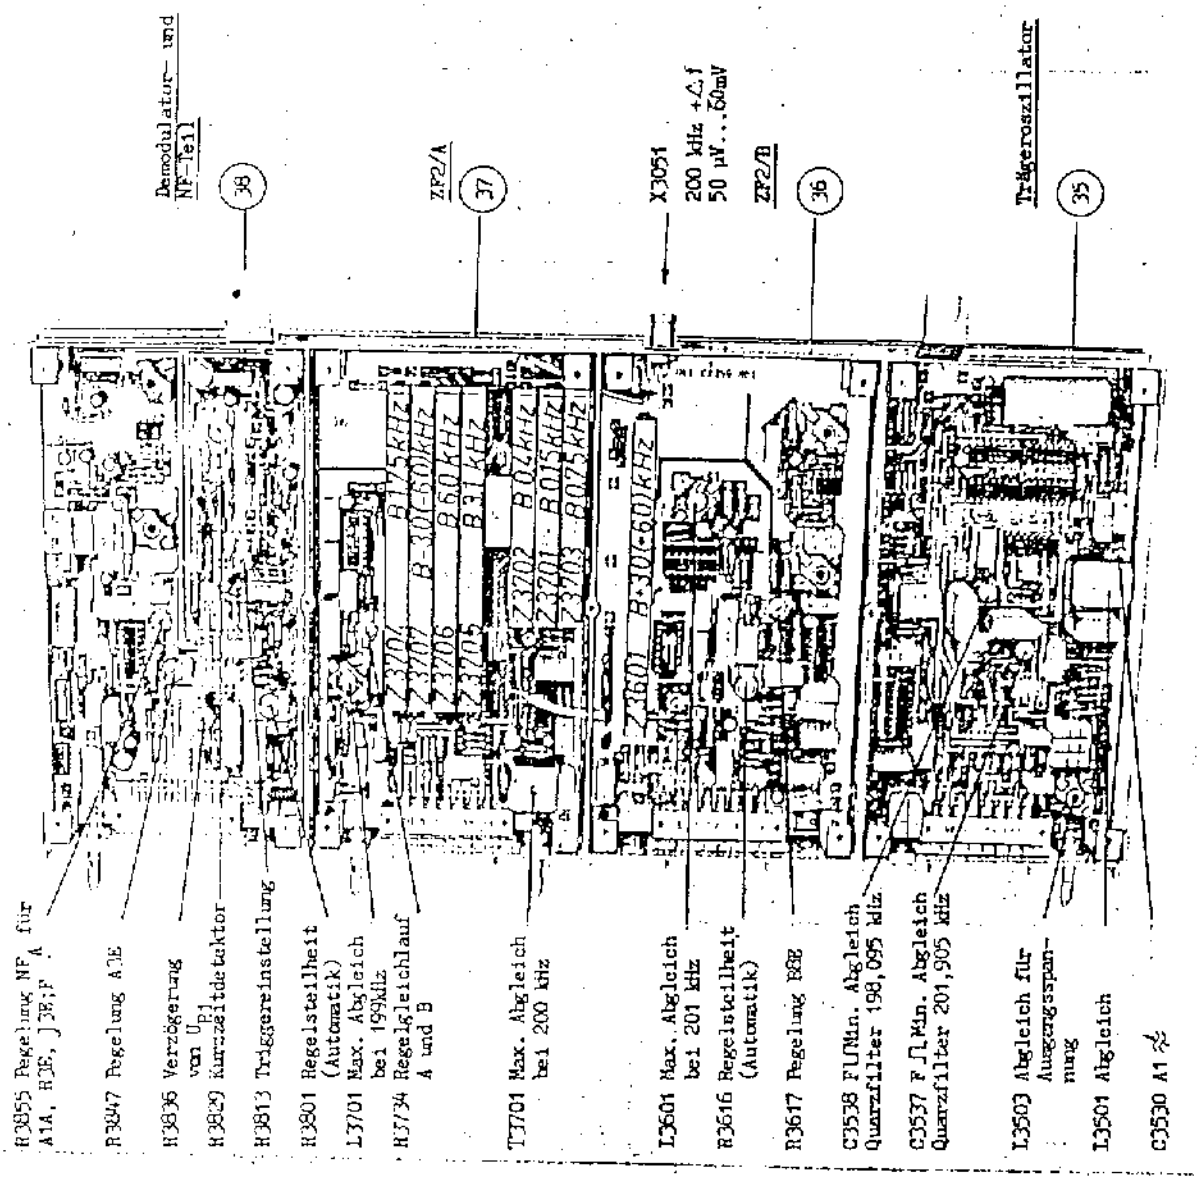

Figure 19
- Load line output A (25) and line output B (26) at one end ⊥ and with R = 600 ohm to avoid interferences
- Perform level check acc. to figure 19 or 20.